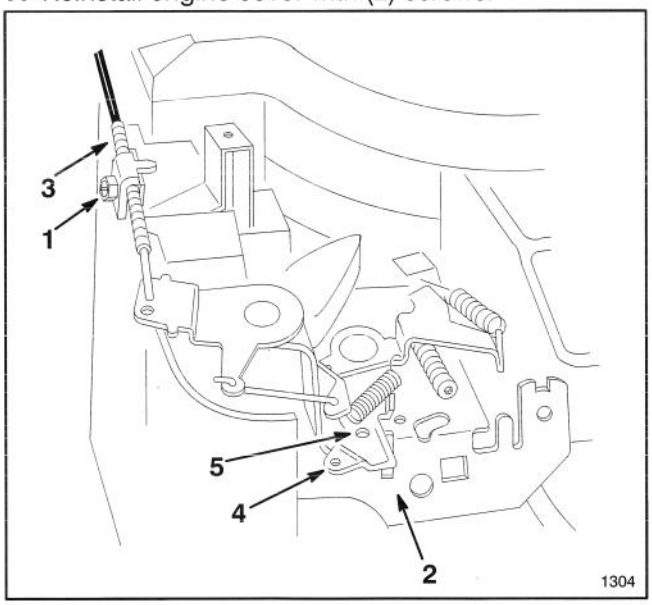

Figure 18
4. Loosen cable clamp screw until throttle cable slides (Fig. 18).
5. Move throttle cable left or right until holes in throttle lever and throttle bracket align (Fig. 18).
7. Reinstall engine cover with (2) screws.